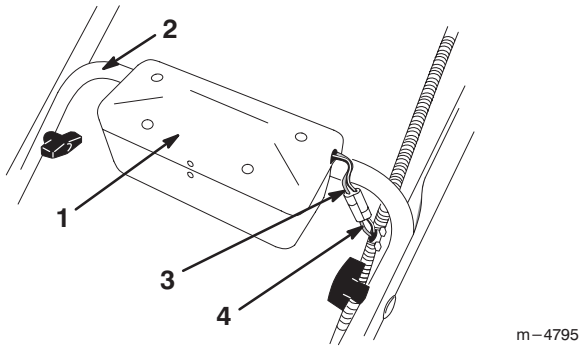

Abbildung 4
2. Die Stifte im Batteriegefäß auf die Löcher in der unteren Griffstange ausrichten und die Stifte in die Löcher herunterlassen, bis das Batteriegefäß an seinem Platz einschnappt (Abb. 4).
3. Die Leitung von der Batterie an die Leitung vom Kabelbaum im Wellrohr anschließen (Abb. 4).